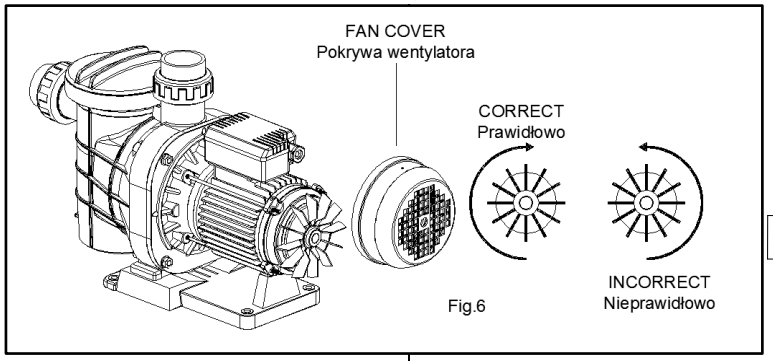

Fig.6
- In three-phase motors check that the motor rotation direction is correct, by means of the fan located in the rear part of the motor, seen through the peephole in the fan cover. (Fig.6)
obrotów pompy jest prawidłowy, co można zrobić, obserwując wentylator znajdujący się w tylnej części silnika przez wziernik w jego pokrywie (rys. 6).